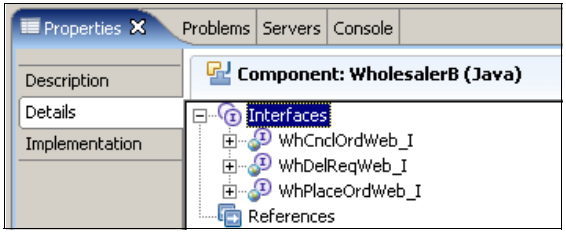

Figure A-85 Interfaces of the Java component WholesalerB
3. Click the **Properties** tab and the **Details** tab to verify that the interfaces are added to the Java component WholesalerB (Figure A-85).